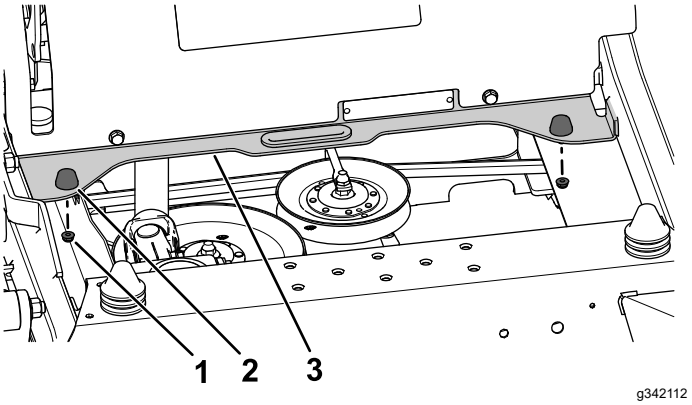

Figur 11
2. Ta bort de två låsmuttrarna (¼ tum) från gummistoppen på tvärbalken (Figur 11).